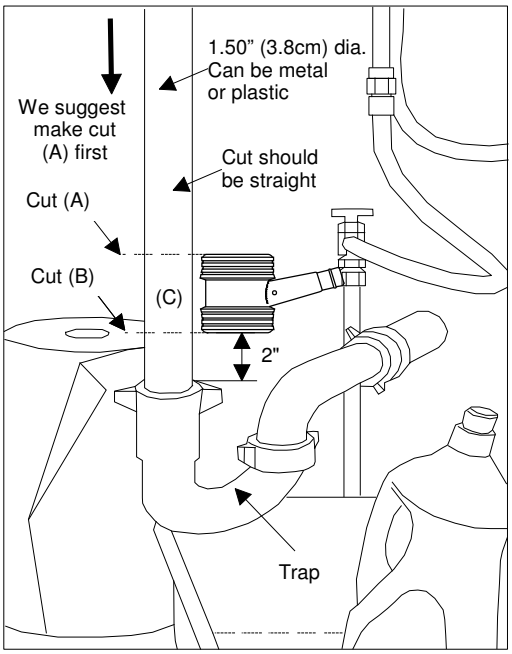
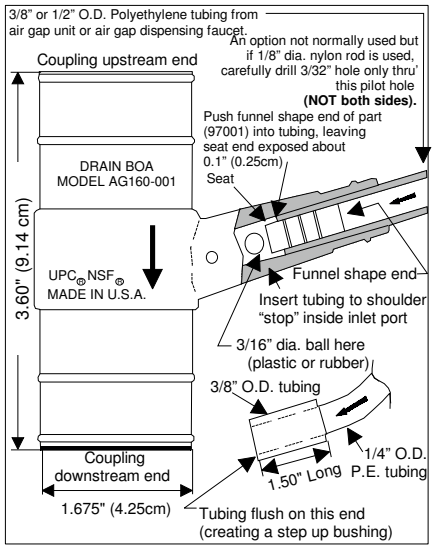

Fig. 2
Fig. 7
3. This unit provides only an AIR GAP and not a trap. If no trap exists downstream of the outlet piping termination then you will need to fabricate a trap downstream of this unit. Downstream piping should make an indirect and not a direct hard connection to the house drain/waste piping. (see fig. 7).
8. Always cycle the installed equipment a couple of times thru the full cycle before completing installation to be sure of no leaks and proper Air Gap performance. For larger flows use (2) units in parallel.
10. If making a direct connection as in Fig. 7, then be sure that the AIR GAP unit is properly mounted and secured. The "C/L" mark must be elevated one inch or more above the maximum possible backflow water flood level.
11. Ref. Figs. 2, 3 – Note in all cases a trap is down stream of our unit. NOTE also in these situations that the outlet piping is short, has no elbows and presents to our unit a rapid decrease in elevation thus proving good/quick drainage through the outlet piping. Generally this represents an ideal situation. (Typical for large flows.)
4. Generally, never make a hard connection or direct connection between our unit and the house drain/waste piping. NOTE: no direct connections in Figs. 2, 3, 4, 5, 6, 8. Note that there is a direct connection Fig. 7 at point (A). This is OK for smaller flows (generally less than 1 GMP) as from "RO" units, so long as unit "C/L" (after mounting unit) is above the sink top rim (flood level) and/or above the maximum possible "back flow" water flood level (spill level).
5. Never connect downstream of a trap (Fig. 7, Point B) unless a new trap is provided in the new piping line between the connections at locations (C) and (B).
6. Do not use the small flat injector washer (item 7 of #2110113) for water softener or filter installations; only use for small flows such as small "RO" units or systems.